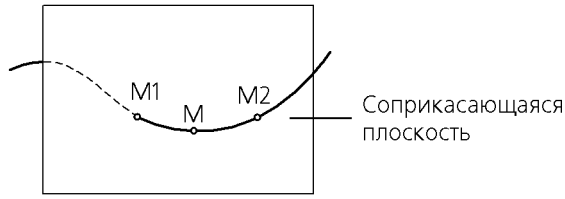

Рис. 118.4. Соприкасающаяся плоскость
**Соприкасающаяся плоскость** — это плоскость, стремящаяся принять положение плоскости, проходящей через три точки кривой M, M1, M2, при условии, что точки M1 и M2 стремятся к точке M (см. рис. 118.4).